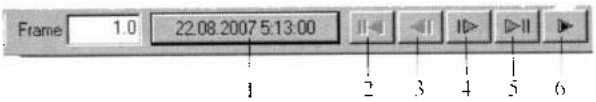

Рис. 4.11. *Управление просмотром солнечной анимации*
4. Использовать для просмотра элементы управления в строке параметров (рис. 4.11): *Next/Previous Key Frame* – для перемещения вперед/назад на 10 кадров; *Next/Previous Frame* – для перемещения вперед/назад на соседний кадр; *Play* – для просмотра с начала до конца. Для просмотра одного кадра ввести его номер в поле **Frame** и нажать <Enter>.